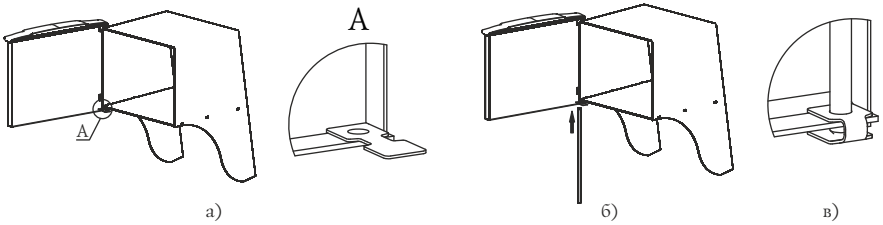

Рисунок 9. Установка дверцы при монтаже печи.
2. Установите дверцу на втулки топливного канала, совместив отверстия (рисунок 9.а);
3. Совместите отверстие упора с нижним отверстием каркаса, при этом упор должен располагаться внутри каркаса (рисунок 9.а);
3. Вставьте ось через отверстия снизу вверх (рисунок 9.б),
4. Подогните упор, фиксируя конец оси между площадками упора (рисунок 9.в);